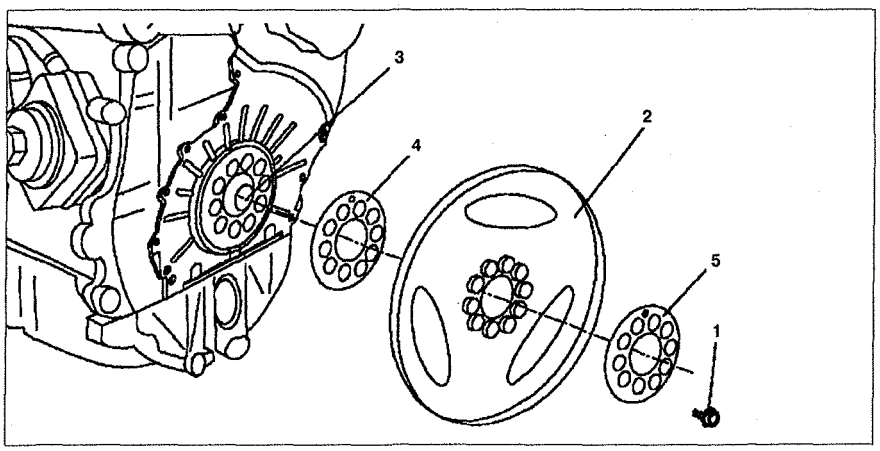

Рис. 3.26. Маховик / ведущий диск:
2. Открутите болты **1** крепления ведущего диска **2** к коленчатому валу **3** (см.рис.3.26).